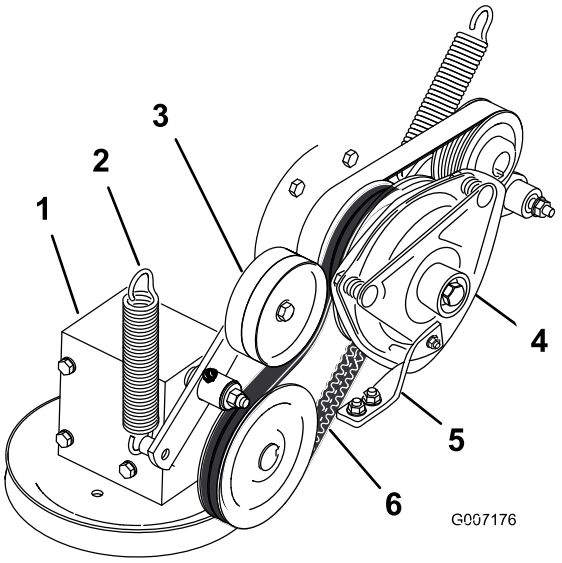

**Figuur 73**
4. Haal de veer van de arm van de spanpoelie (Figuur 73).
7. Leg de nieuwe aandrijfriem om de koppelingspoelie en de poelie van de tandwielkast (Figuur 73).
9. Monteer de veer op de arm van de spanpoelie (Figuur 73).